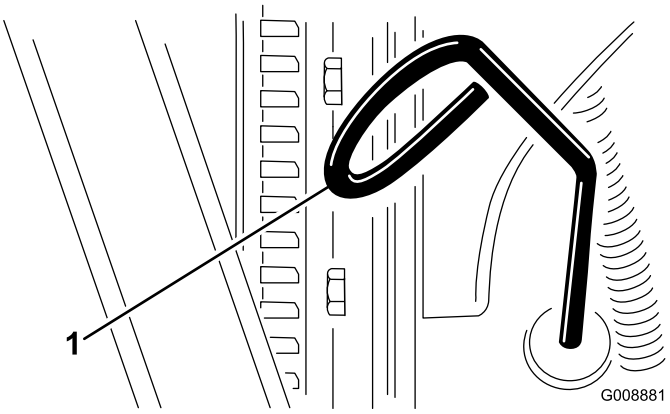

Figur 26
3. Fjern målepinden, tør den af, og sæt den tilbage igen (Figur 26).